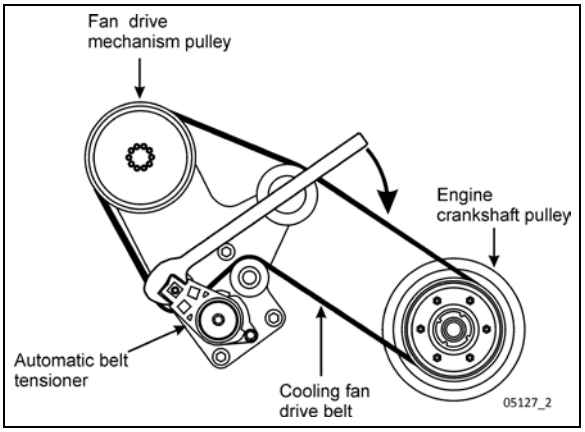

**FIGURE 46: DRIVE BELT ROUTING (VOLVO D13 ENGINE)**
1. Wrap the new drive belt around the fan drive mechanism pulley, the idlers and the automatic tensioner idler as shown on Figure 46.
2. Using the special tool included with your vehicle (see inside the Warning Reflectors box located in the first curb-side baggage bay), rotate the automatic tensioner in clockwise direction to relieve tension on the belt and hold the tensioner in that position (Figure 46).